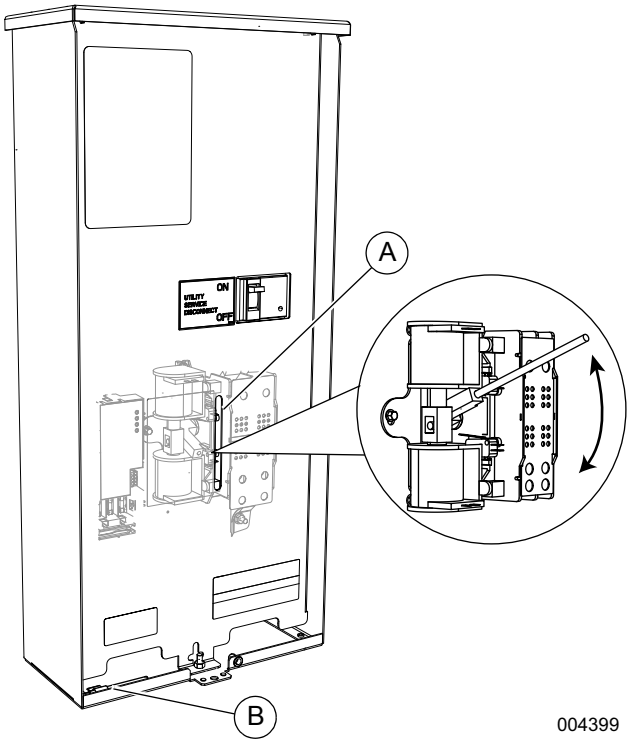

Figure 4-1. Manual Operation
See ***Figure 4-1***. A manual handle (B) is shipped with the transfer switch manual. Manual operation must be checked BEFORE the transfer switch is operated electrically. To check manual operation, proceed as follows:
3. Note position of transfer mechanism main contacts (A) by observing the movable contact carrier arm. This can be viewed through the long narrow slot in the inside cover. The top of the movable contact carrier arm is yellow to be easily identified.
Before proceeding, verify the position of the switch by observing the position of manual operation handle in ***Figure 4-1***. If the handle is UP, the contacts are closed in the utility (normal) position, no further action is required. If the handle is DOWN, proceed with Step 1.
Before proceeding, verify the position of the switch by observing the position of the manual operation handle in *Figure 4-1*. If the handle is DOWN, the contacts are closed in the generator (standby) position. No further action is required. If the handle is UP, proceed with Step 1.